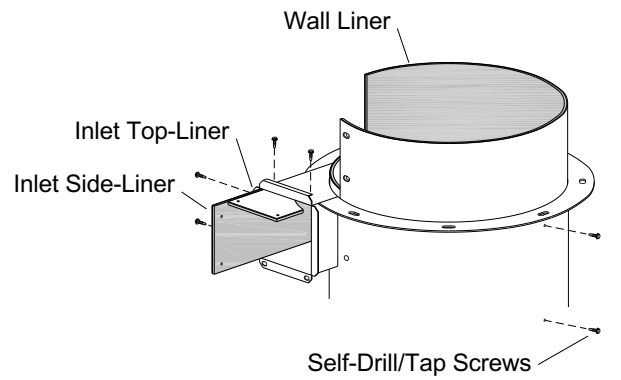

Figure 46
**7.12.11** Remove the screws holding the inlet side liner and inlet top liner, and remove both liners from the reclaimer inlet, as shown in Figure 46.